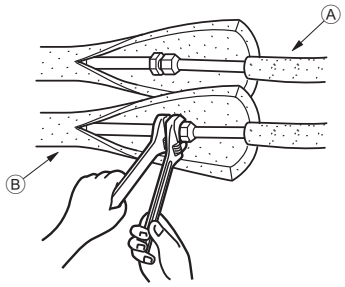

Fig. 4-3
4.4. Trabajo de instalación de la tubería del refrigerante (Fig. 4-3)